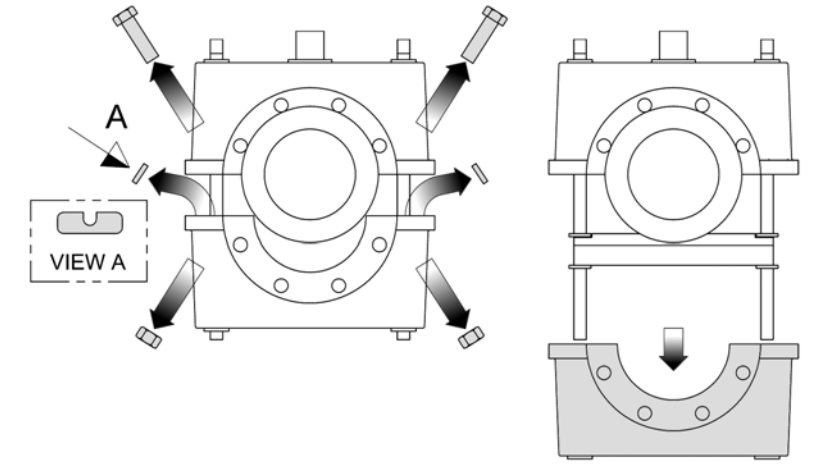

Figure 21: Remove the body bolts and take away the lower valve body.
STEP 3: Remove the body bolts from the RF Valve® to detach the lower valve body. Note that some RF Valves® come equipped with guide pieces (see View A in Fig. 21). Do not lose them as they will be needed later for reassembly.